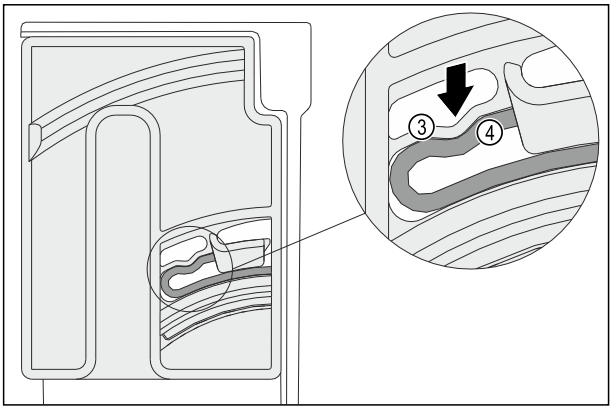

Fig. 153
▷ Pružný prvek *Fig. 153 (3)* otočné jednotky slyšitelně zaklapne do kulatého tvaru žebra *Fig. 153 (4)*.